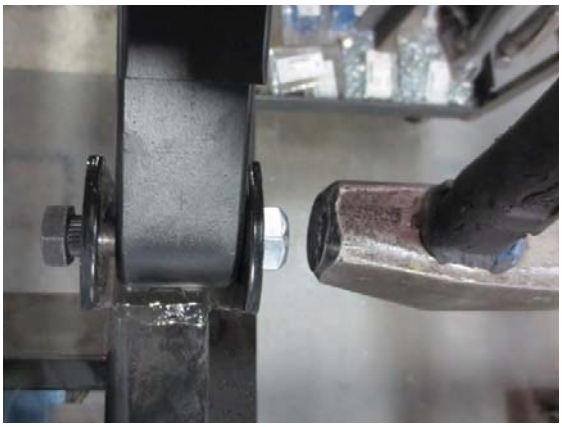

Figure 7. Removal Of Axle Screws
10. Loosen the ***axle mounting screws*** (P/N 29248); it may be necessary to gently tap the screw (Figure 7) to advance the splines of the screw.